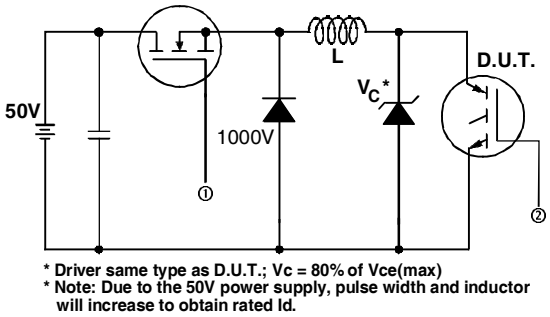

Fig. 13a - Clamped Inductive Load Test Circuit
② V_{CC} = 80%(V_{CES}), V_{GE} = 20V, L = 10µH, R_G = 50Ω, (See fig. 13a)
③ Repetitive rating; pulse width limited by maximum junction temperature.
④ Pulse width ≤ 80µs; duty factor ≤ 0.1%.
⑤ Pulse width 5.0µs, single shot.